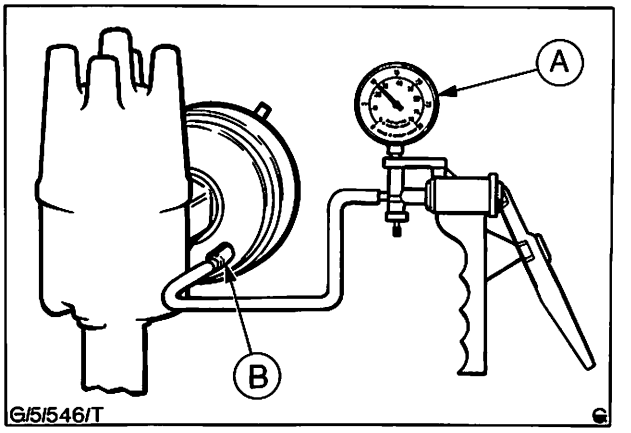

Abb. 40 Unterdruck-Spät-Verstellung prüfen (weitere Teile sind zur Verdeutlichung weggelassen)
a) Vakuumpumpe an Spät-Dose anschließen. Unterdruckleitung von Früh-Dose abziehen und verschließen, Abb. 40.